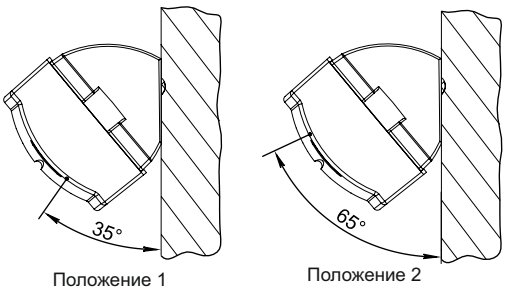

Рисунок 2
Крышка с установленной платой устанавливается на основание корпуса и фиксируется с помощью двух защелок (13). Конструкция имеет возможность двух позиционной установки крышки на основание, что обеспечивает дискретное изменение направления оси микрофона относительно поверхности крепления 35° или 65° (рис.2, Таблица 3).